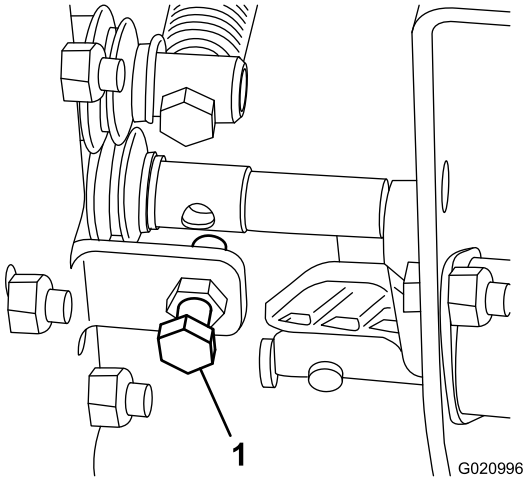

Figur 24
- Om maskinens lyfthastighet är för låg eller för hög justerar du skruven som visas i Figur 24.